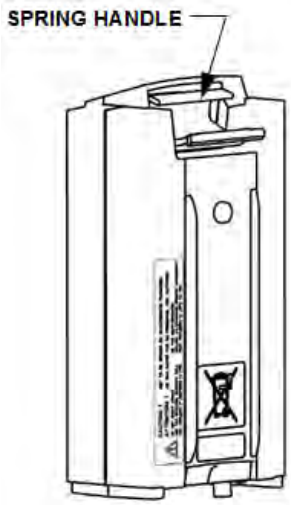

FIG. 17
5.2 Remove battery by squeezing the spring handle (FIG. 17) inward and pulling upward on the battery until it slides up and disengages from the mounting bracket.